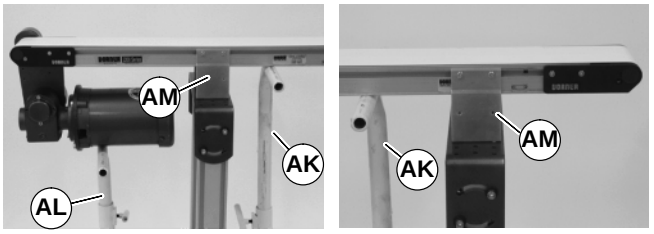
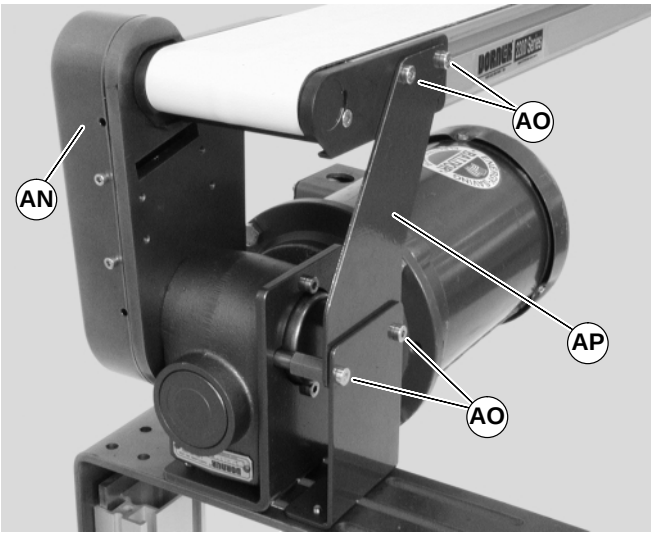

Figure 19
Figure 20
1. Place temporary support stands (AK of Figure 19) at both ends of the conveyor. Place an additional support stand under the drive motor (AL), if equipped. See **WARNING**.
2. Remove mounting brackets (AM of Figure 19) from one side of conveyor. (Reverse steps 3 & 4 of "Mounting Brackets" section on page 6.) If equipped with heavy load drive package, remove brackets from side opposite drive cover (AN of Figure 20).
4. If equipped, remove return rollers, guiding and accessories from side opposite drive cover (AN of Figure 20).
5. If equipped with heavy load drive package, remove drive support bracket (AP of Figure 20): Remove bracket screws (AO) then remove bracket (AP).
1. Ensure temporary support stands (AK of Figure 19) are placed at both ends of the conveyor. Place an additional support stand under the drive motor (AL), if equipped. See **WARNING**.
5. If equipped with a heavy load drive package, re-install drive support bracket (AP of Figure 20).